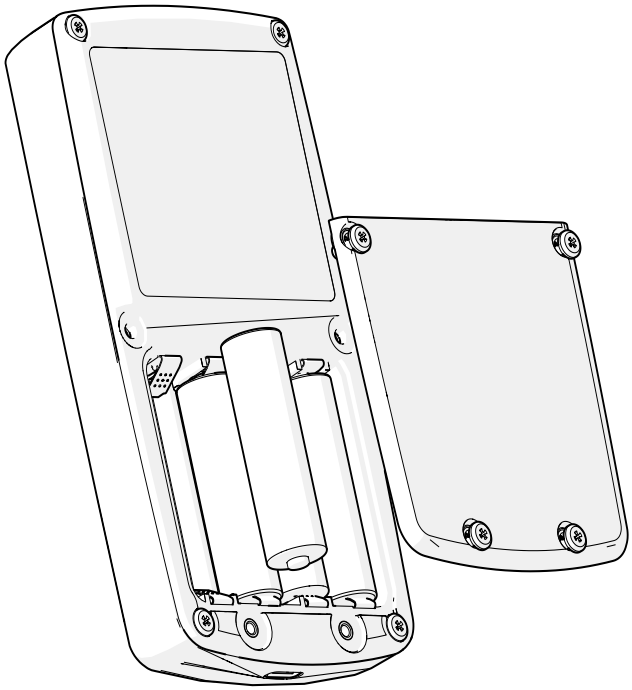

Abbildung 6-1: Einsetzen der Batterien
1. Löse mit einem Pozidriv-Schraubendreher die unverlierbaren Schrauben, mit denen die Batteriefachabdeckung befestigt ist. Siehe Abbildung 6-1.